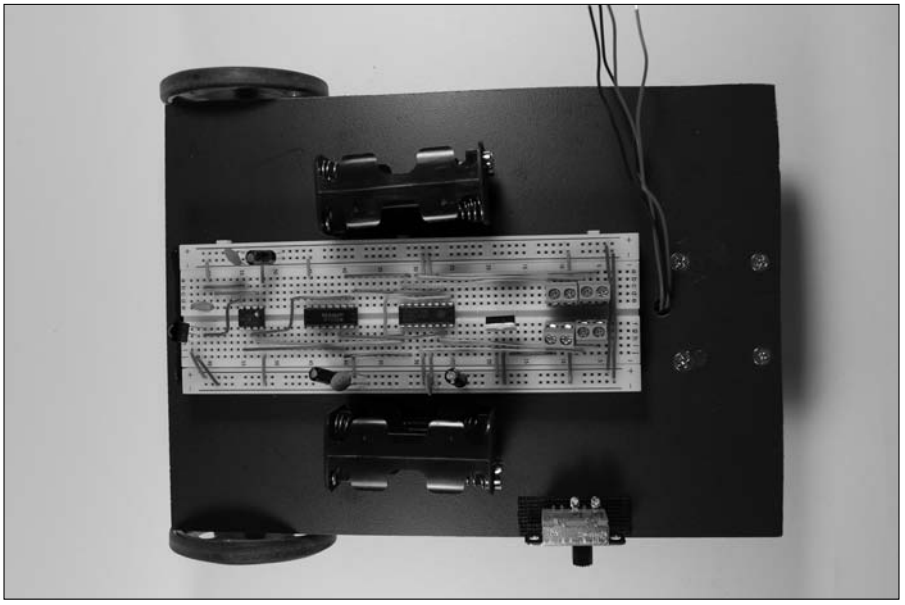

Figure 11-39: Attach various parts to the kart.
11. **Stick Velcro to the base of the kart and attach the battery packs, switches, and breadboard to the top of the base, as shown in Figure 11-39.**